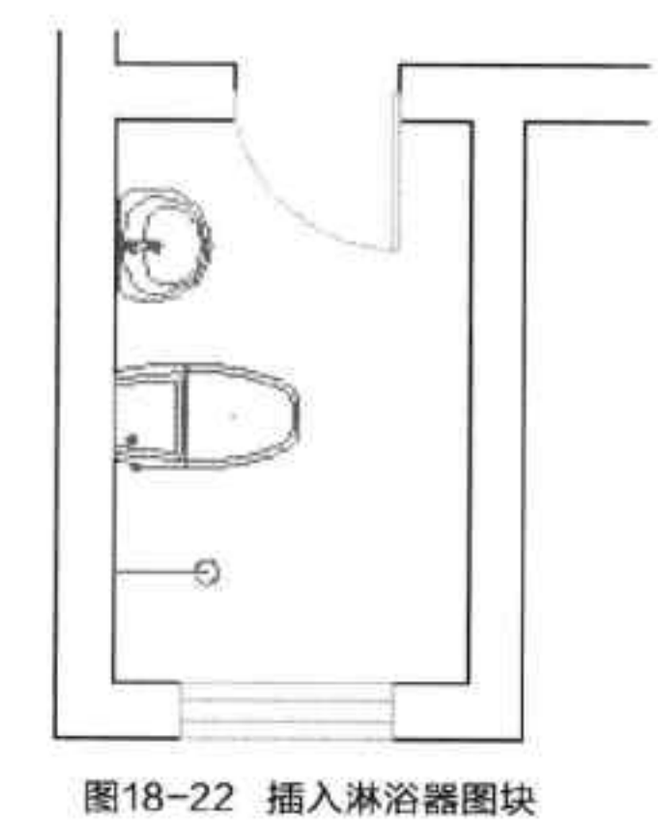

图18-22 插入淋浴器图块
Step 22 双击淋浴器图块，在打开的图块编辑对话框中对其图块参数进行设置，在绘图区域中，指定好图块位置即可插入，如图 18-22 所示。